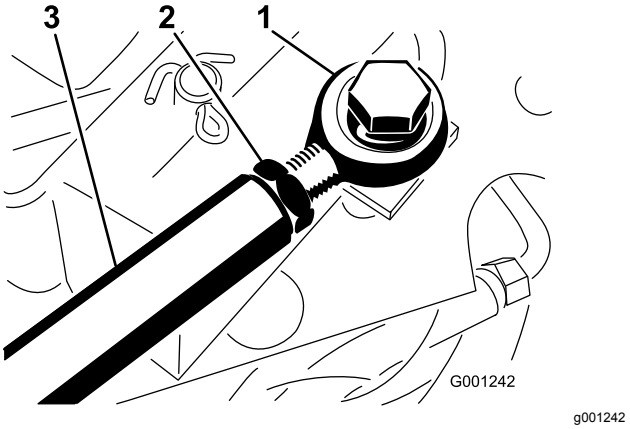

Figur 79
Justera drivstången om mer justering krävs (Figur 79), enligt följande:
2. Lossa kontramuttern som säkrar stångänden till drivstången (Figur 79).
4. Dra åt kontramuttern (Figur 79) och säkra stångänden till gaspedalen med den bult och den mutter som togs bort för att låsa fotpedalens vinkel.